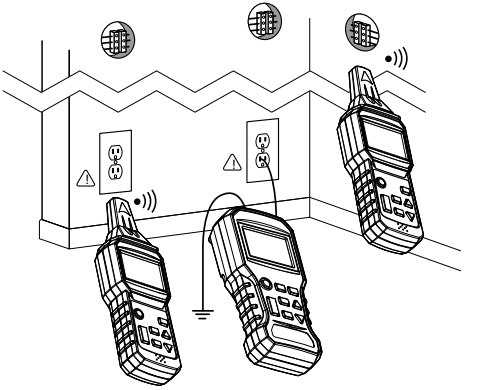

Figura 2 Rilevamento e tracciamento di linee e prese
3. Fare riferimento alla Figura 2 nella sezione Illustrazioni dell'applicazione per alcuni esempi.